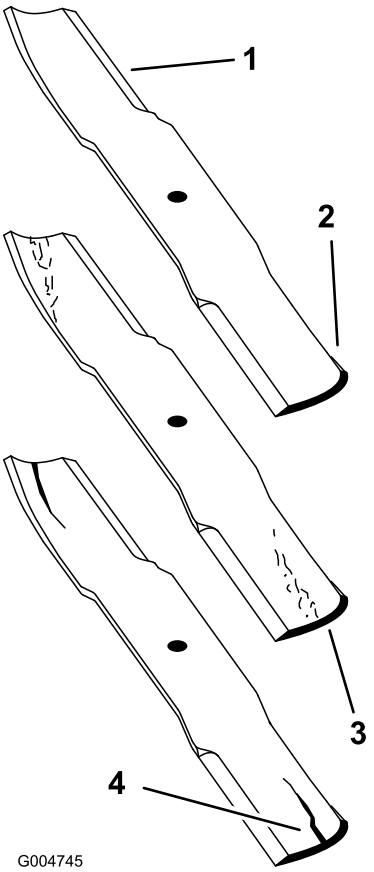

Figura 61
1. Inspeccione los filos de corte (Figura 61).
2. Inspeccione las cuchillas, especialmente la parte curva (Figura 61).
Nota: Si observa fisuras, desgaste o la formación de una ranura en esta zona (Figura 61), instale de inmediato una cuchilla nueva.